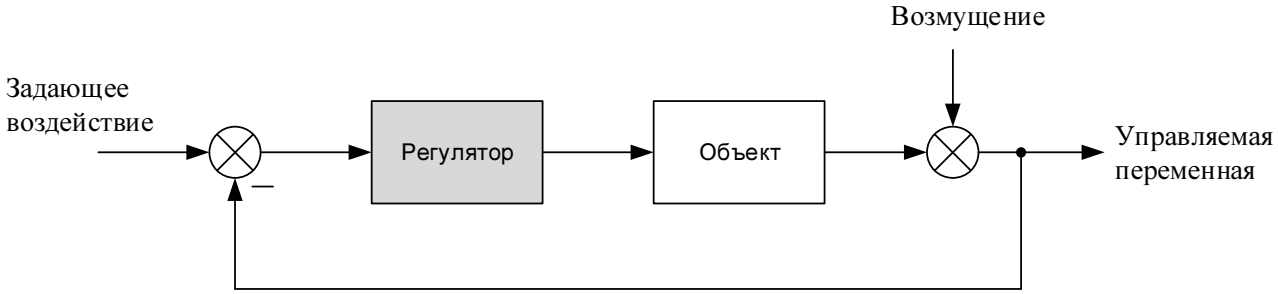
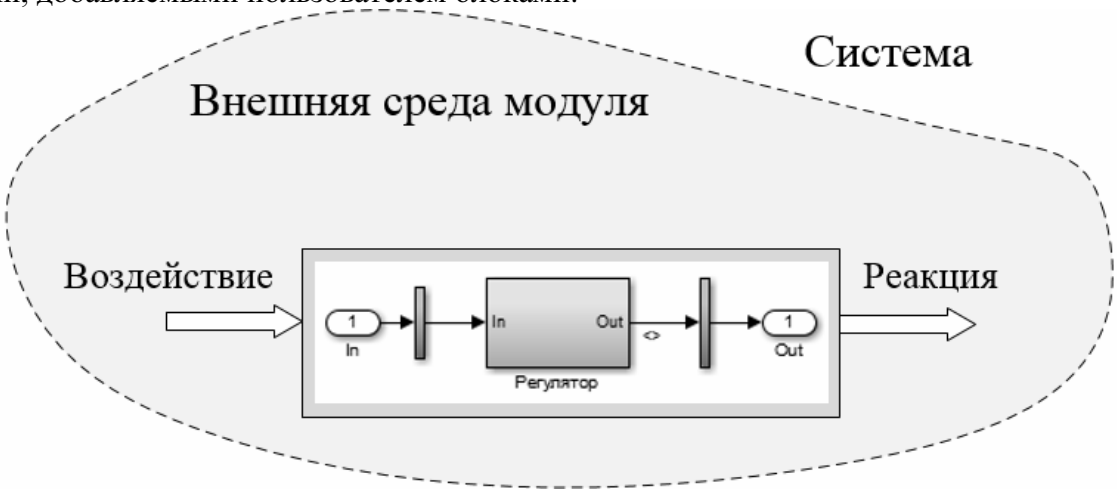

Рисунок 1. Пример структуры модели управления с выделенным для тестирования блоком подсистемы (Subsystem) Регулятор.
Рисунок 2. Копирование подсистемы в приложение Harness для тестирования и ее связи с внешней средой.
- скопировать целиком модель (с **slx** расширением) или ее подсистему (Subsystem), например, Регулятор, показанный на Рисунок 1, в окно приложения Harness (фон окна на Рисунок 2 выделен белым цветом),